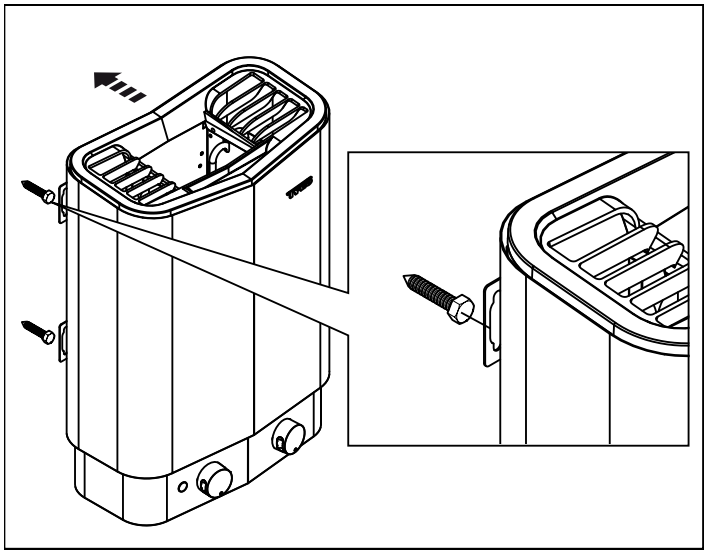

Abbildung 9: Hängen Sie die Heizung auf
7. Hängen Sie die Heizung an den Schrauben auf (siehe Abbildung 9).